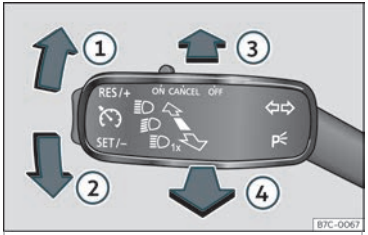

Fig. 90 Panca de intermitentes e de luz de estrada.
• Dende a posición de base, prema cara adiante a panca dos intermitentes e da luz da estrada ››› **fig. 90 ③**. Cando se amose o indicador na pantalla do cadro de instrumentos, o asistente da luz de estrada estará conectado.
• **OU BEN:** coa luz de estrada conectada, puxe cara atrás da panca dos intermitentes e luz de estrada ››› **fig. 90 ④**.